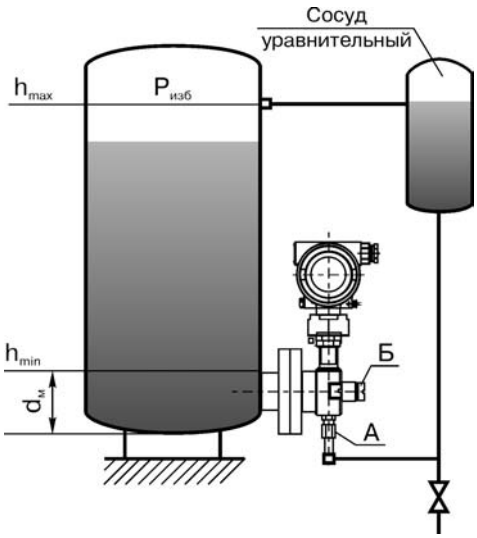

Рис.4. Схема установки датчика давления Метран-100-ДГ мод.1532, 1542, 1534, 1544 при измерении гидростатического давления в закрытом резервуаре.
** Схемы установки датчиков Метран-100-ДГ для измерения уровня жидкости приведены в разделе "Что необходимо знать при выборе датчиков давления измерения уровня". Датчики мод. **1532, 1534, 1542, 1544 настроены на воздействие давления со стороны штуцера "А"** и предназначены для монтажа с установкой уравнительного сосуда, (см.рис.4 указанного раздела).